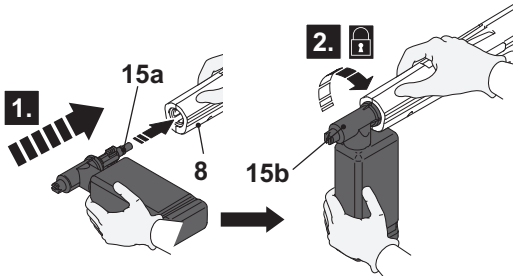

Fig. 15
> Align and insert the tongues (15a) of the soap tank (15) with the grooves of the connection port of the spray gun (8) . (Fig. 15, step 1).
> Securely fit the soap tank by turning it clockwise to lock it in place (Fig. 15, step 2).